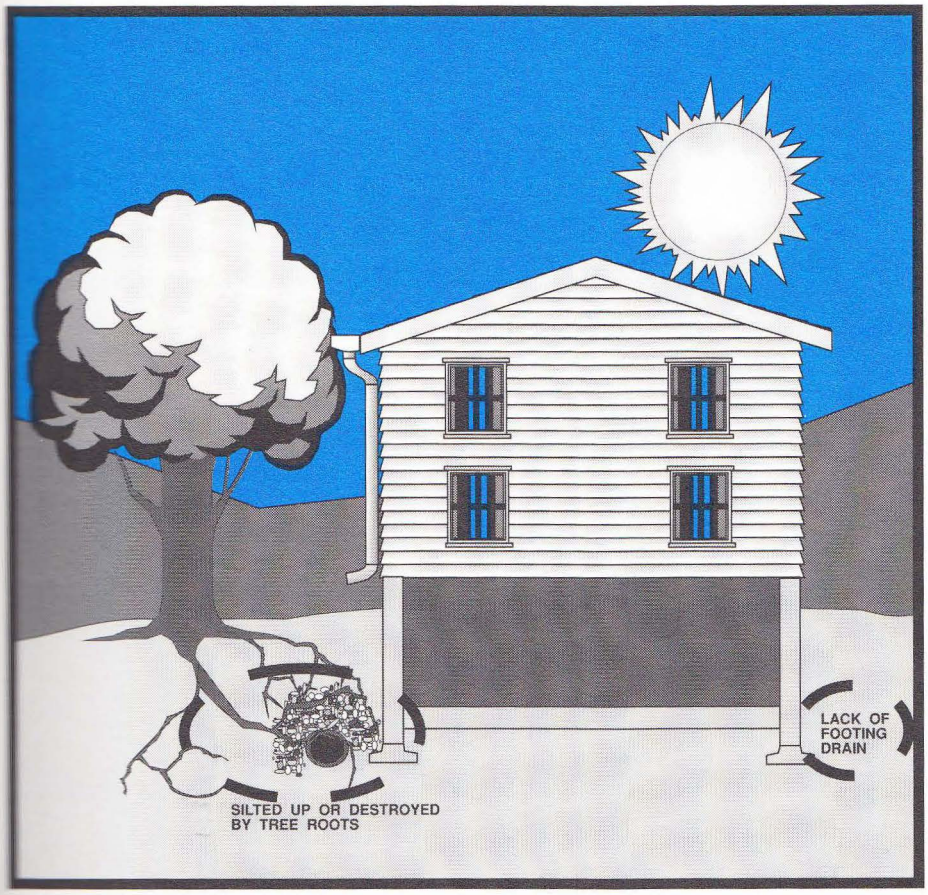

**FIGURE 19**
- A non-existent, clogged or damaged *footing drainage* system can result in *hydrostatic pressure*/accumulation of water. (See Figure 19.)